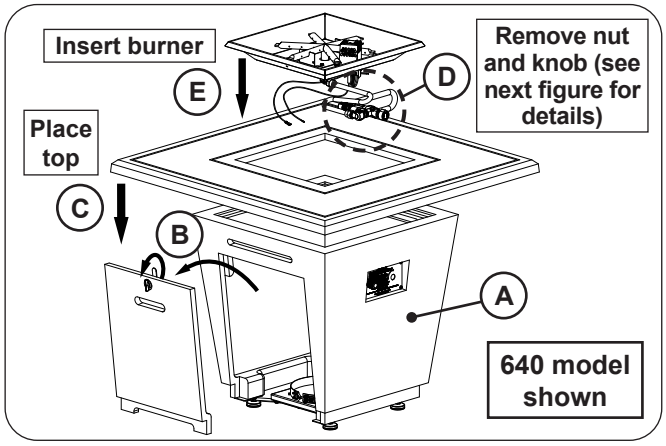
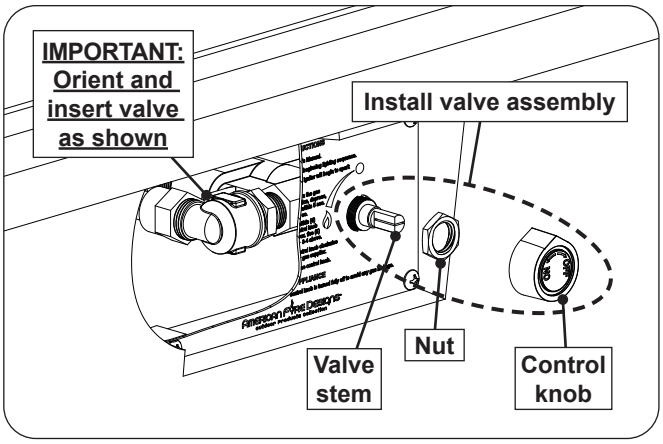

Fig. 34-1 Place base, remove door, place top and burner
Fig. 34-2 Install valve assembly
1. **Carefully** remove the valve and burner assembly from the base, then **carefully** place the base in an appropriate location (see Fig. 34-1, A, and refer back to the LOCATION section if needed).
3. **Carefully** place the top on the unit (see Fig. 34-1, C).
4. Locate the valve and burner assembly. Remove the control knob. Use a 20mm socket to remove the nut attached to the valve stem. See Fig. 34-1, D, and reference Fig. 34-2 for details.
Then drop the valve and burner assembly into the opening in the center of the firetable top, with the two burner pan holes facing toward the door (see Fig. 34-1, E).
5. Insert the valve assembly through the plate (in the base). Replace the nut onto the valve stem, and tighten. Reinstall the control knob. See Fig. 34-2.
Important: **Handle with care to prevent damage to the thermocouple, electrical, and gas connections (as applicable). Ensure the valve is oriented and inserted in the manner shown. See Fig. 34-2.**